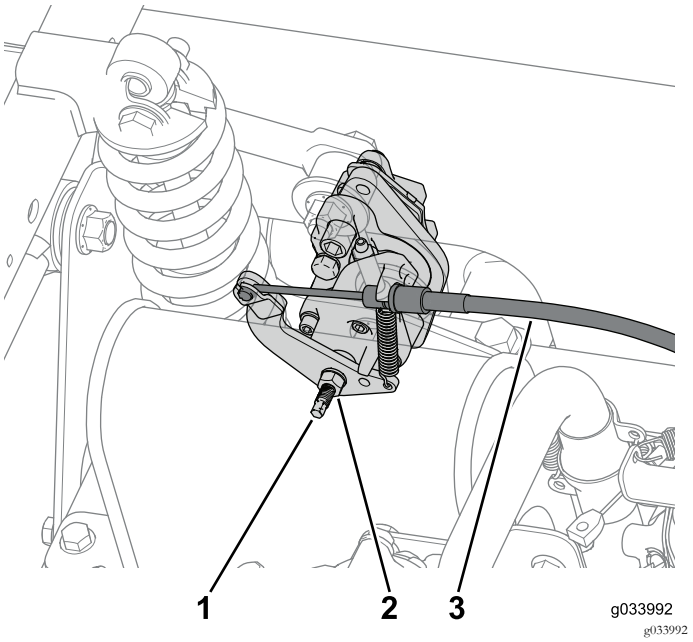

Figure 8
1. Desserrez l'écrou de blocage puis tournez la vis de réglage de 2 tours dans le sens antihoraire sur les deux étriers de freins arrière (Figure 8).
2. Débranchez le câble de frein de stationnement des deux étriers de freins arrière (Figure 8).